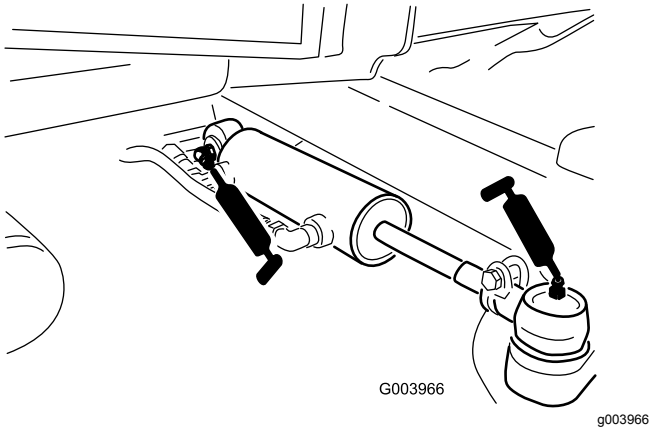

Figuur 44
- Kogelverbindingen van stuurcilinder (2) (Figuur 44)